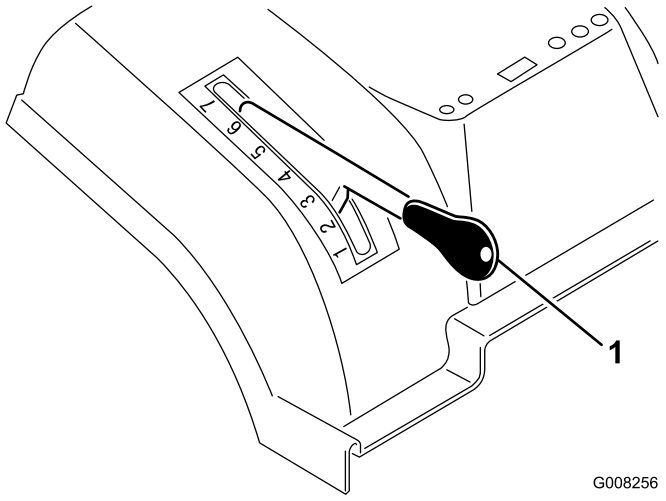

Figur 8
1. Tryk på, og hold knappen på klippehøjdehåndtaget inde (Figur 8).